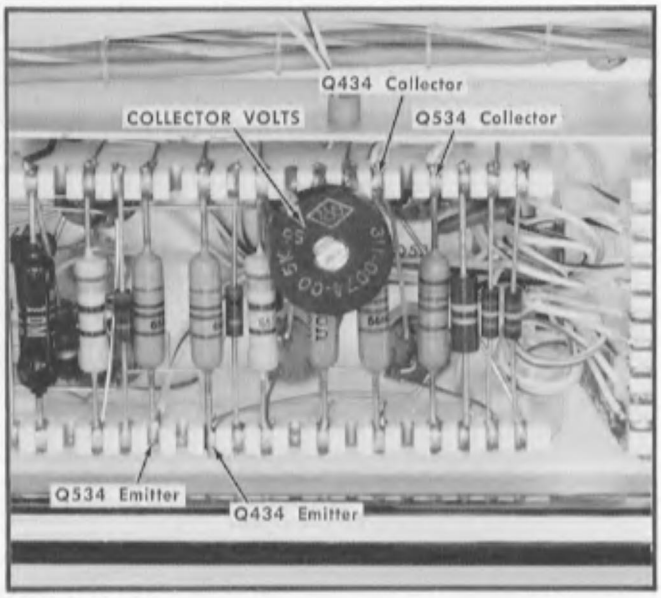

Fig. 6-10. Location of test points for steps 5 and 6.
d. Connect the DC voltmeter common lead to the collector of Q434 (Fig. 6-10).
e. Connect the DC voltmeter positive lead to the collector of Q534 (Fig. 6-10).
c. Connect the voltmeter common lead to the collector of Q434 (Fig. 6-10).
e. Adjust COLLECTOR VOLTS ADJ, Fig. 6-10, for 7 volts on the voltmeter.